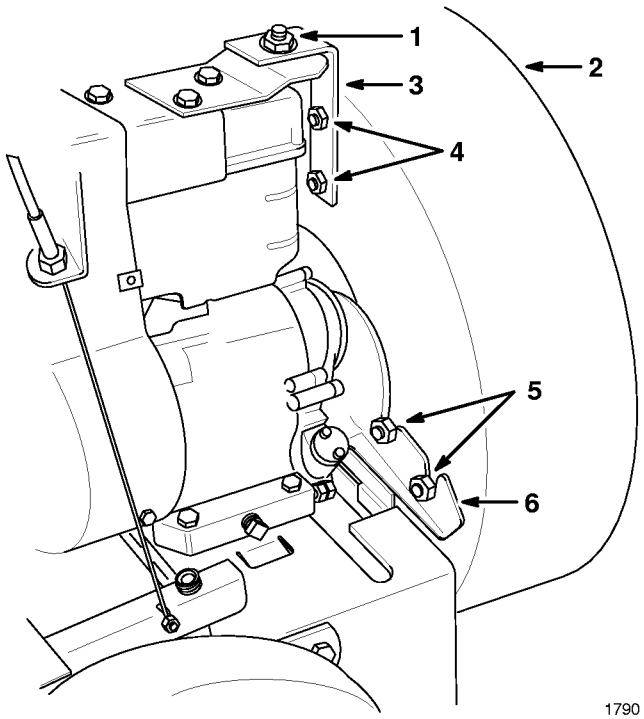

Figure 17
6. Remove flanged locknut securing blower housing to engine bracket (Fig. 17).
7. Remove two locknuts securing housing to engine bracket. Remove engine bracket and place nearby for reuse. Then reinstall locknuts on housing mounting studs (Fig. 17).
8. Remove two locknuts securing housing to stabilizer bracket (Fig. 17).